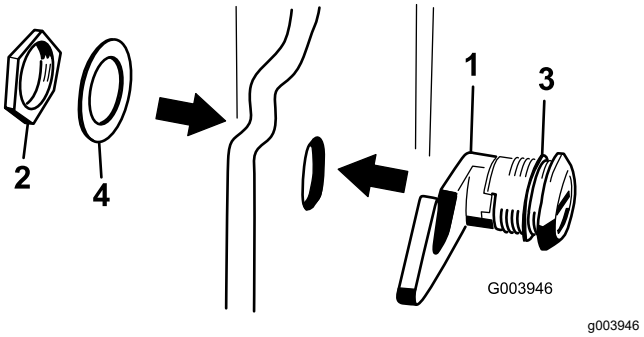

Rysunek 18
3. Odkręć nakrętkę z zestawu zatrzasku maski (Rysunek 18).